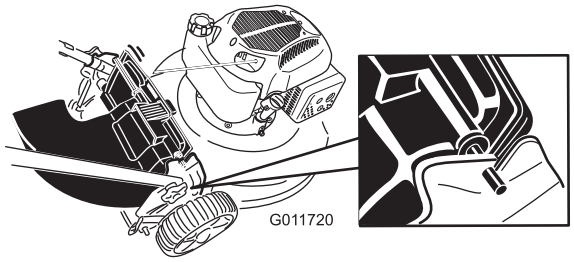

Bild 22
4. Setzen Sie die Stange am Heckauswurfablenkblech in die Kerben am Rasenmäher (Bild 22).